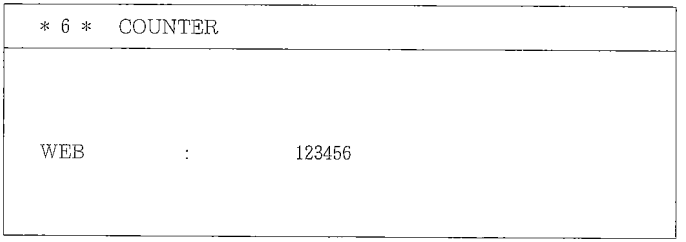

Figure 7-18 COUNTER Screen
- A press on the CLEAR/STOP key while holding down the service mode switch (Figure 7-18) clears the respective counter reading.